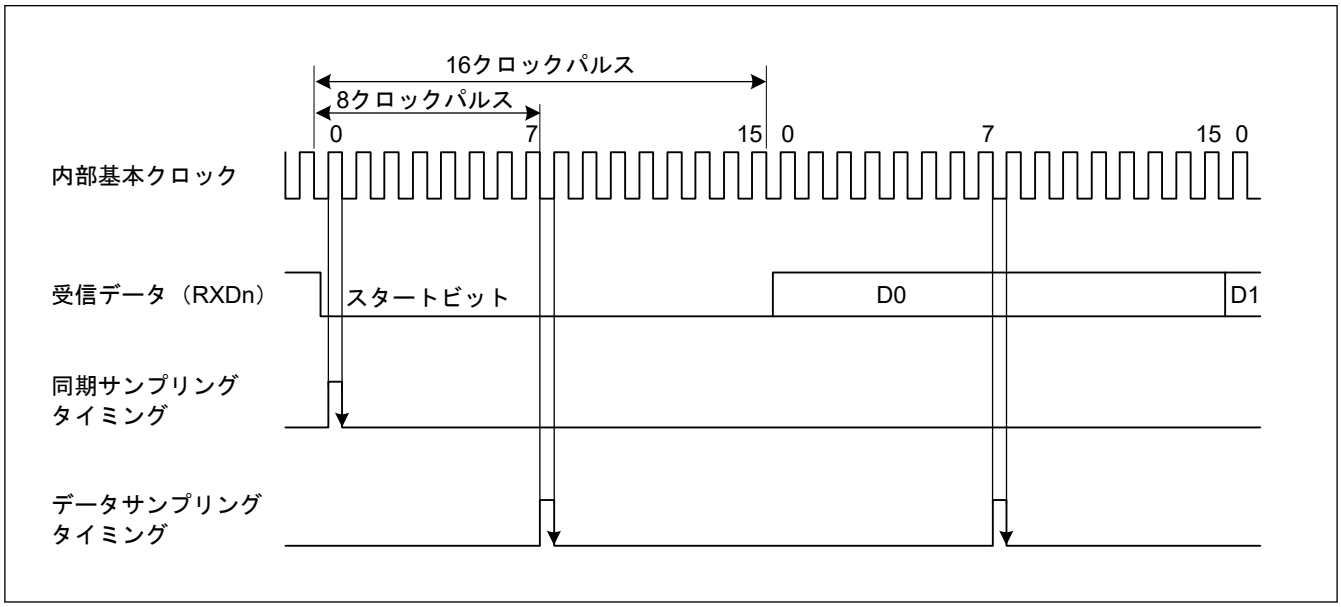

**図 25.4　調歩同期式モードでの受信データサンプリングタイミング**
また、図 25.4 に示すように、受信データは基本クロックの 8 パルス目(注1)の立ち上がりエッジでサンプリングされるため、各ビット（サンプリング時間を調整しない場合（SPTR.ASEN = 0））の中間でデータが取り込まれます。調歩同期式モードでの受信マージンは以下の式 (1) のように表すことができます。
スタートビットの決定条件は、Low 状態がビットの中間点より後ろまで続くことです。サンプリングタイミングと同様です。図 25.4 では、スタートビットを検出するためには Low 状態が 8 サイクルより長く続く必要があります。Low 状態が 8 サイクルより長く続かなかった場合は、IP はこれをノイズと判断します。したがって IP はスタートビットの受信待機をしません。